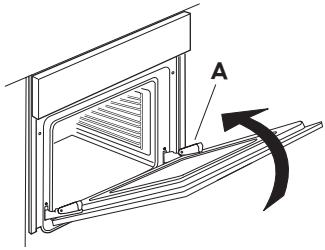

Abb. 2
3. Schließen Sie die Tür bis zum Anschlag (A), heben Sie sie an (B) und drehen Sie sie (C), bis sie aushakt (D) (Abb. 2, 3 und 4).